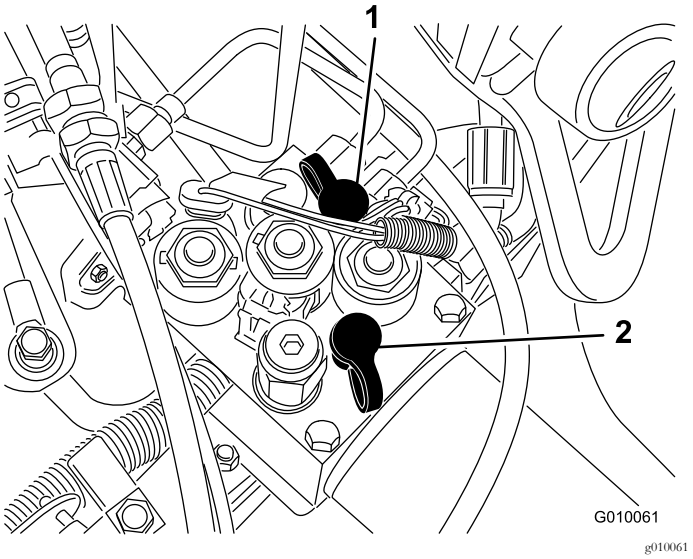

Rysunek 60
- Port do prób G 2 (Rysunek 60) pomaga w rozwiązywaniu problemów z układem ładowania jazdy.
- Port do prób G 1 (Rysunek 60) pomaga w rozwiązywaniu problemów z ciśnieniem układu podnoszenia.